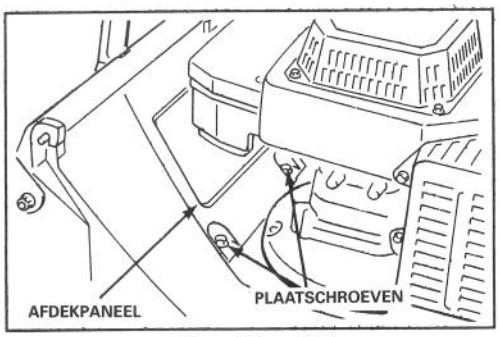

Afbeelding 27
2. De twee plaatschroeven (1,27 cm) waarmee het afdekpaneel aan de bovenkant van het maaihuis is bevestigd losdraaien en het afdekpaneel verwijderen (Afb. 27).